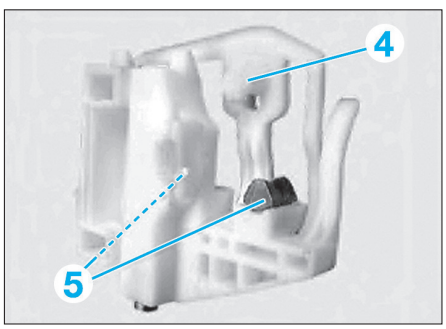

Fig. 109
- Veiller à ce que le crantage (4) et les butées (5) ne soient pas endommagés **(Fig.109)**.